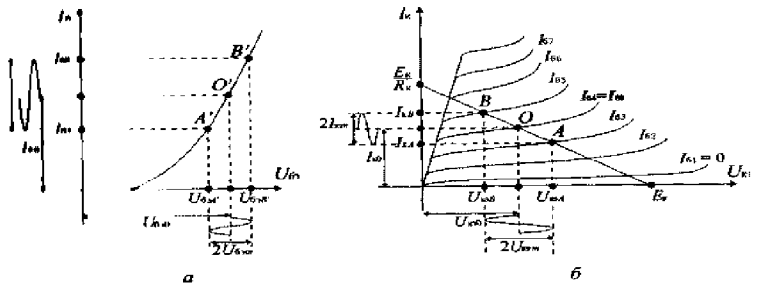

Рис. 18. Графическое представление работы транзистора в режиме А: а - НИ семействе входных характеристик, *б* - на семействе выходных характеристик
Отметьте полученное значение на оси ординат (рис. 18, б).
3.3.В точке, лежащей на оси абсцисс, ток $I_к = 0$, следовательно, из уравнения нагрузочной прямой напряжение $U_{кэ}$ будет равно: $U_{кэ} = E_к$. Отмечаем полученное значение на оси абсцисс (рис. 18, *б)*.
3.4.Соедините точки на оси ординат $E_к / R_к$ и на оси абсцисс $E_к$, получите нагрузочную прямую (рис. 18, *б)*.
$I_{б4} = I_{б0}$ (рис. 18, *б)*.
При положительной амплитуде сигнала ток базы увеличивается до значения, например, $I_{б5} = I_{б0} + I_{бт}$ Вычислите это значение и отметьте точку *В* на нагрузочной прямой (рис. 18,6).
При отрицательной амплитуде сигнала ток базы уменьшается до значения, например, $I_{б5} = I_{б0} — I_{бт}$. Вычислите значение и отметьте точку А на нагрузочной прямой (рис. 18,6).
9. На семействе входных характеристик (рис. 18, *а)* постройте график изменения входного тока слева от оси ординат. Входной ток изменяется в тех же пределах, т.е. от значения $I_{б0} - I_{бт}$ (точка *А')* до $I_{б0} + I_{бт}$ (точка *В')* относительно тока покоя $I_{б0}$, (точка О'). Определите амплитуду переменного напряжения на базе: